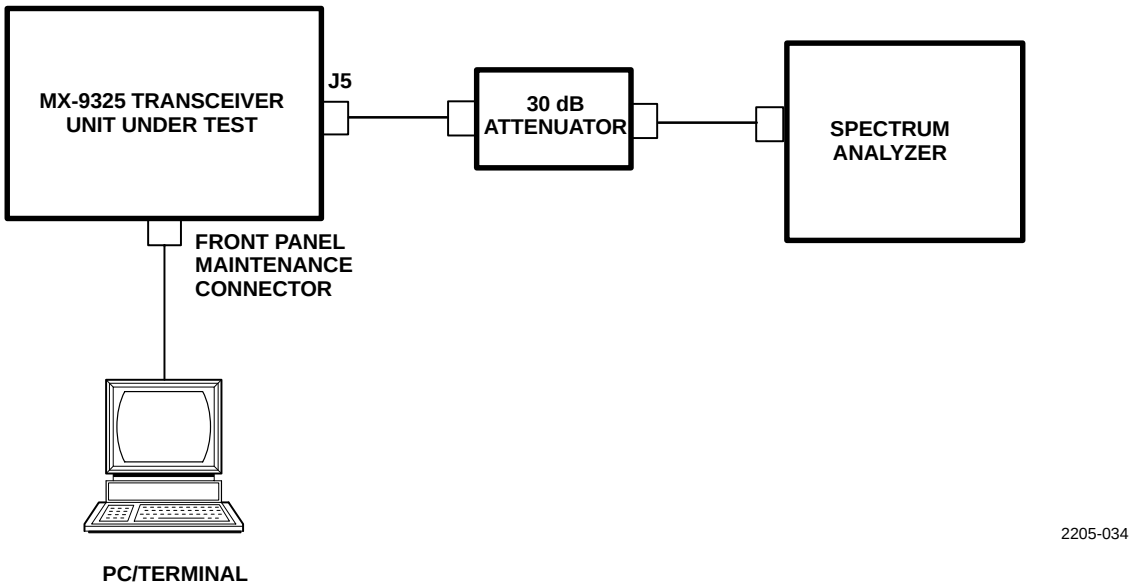

Figure 6-7. MX-9325 Transceiver Transmit Spurious Suppression Test Set up
a. Set up the test bed radio system as shown in Figure 6-7. Refer to Chapter 3, Paragraph 3.2.4 for command information.